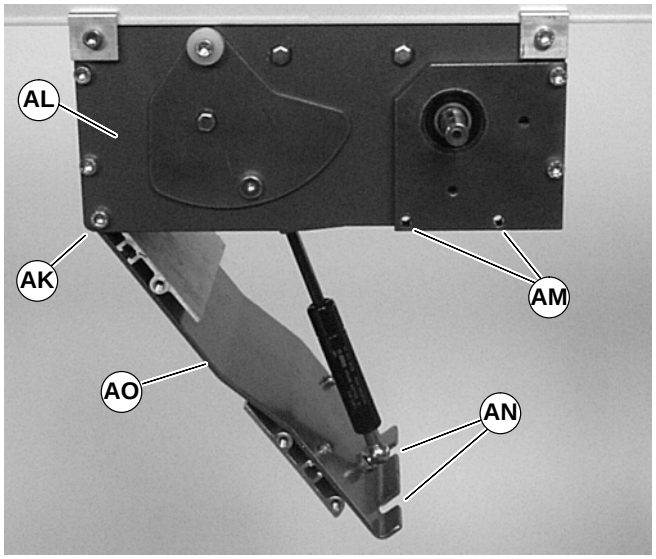

Abbildung 19
4. An jeder Seite des Antriebsmoduls (AK siehe Abbildung 19), Eckschrauben lösen (AL).